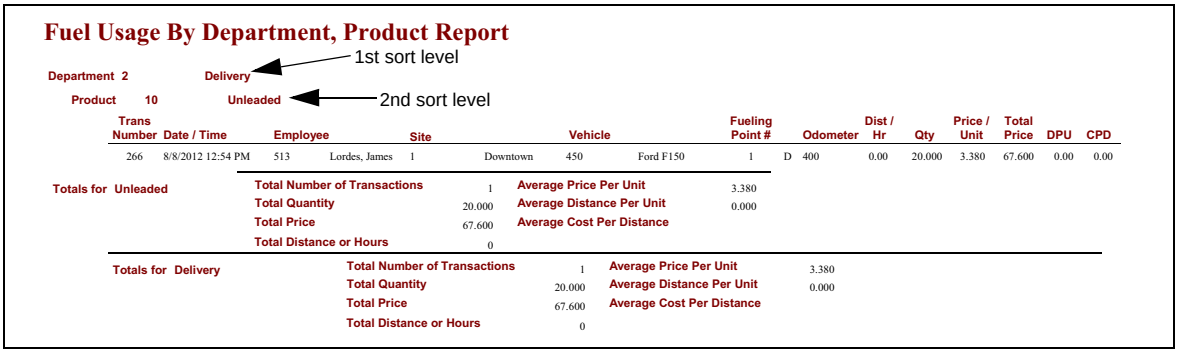

Figure 10-3 PDF Report Sample
- PDF reports are displayed in Report Viewer, and can be saved for later viewing on any platform that supports the PDF file format. These reports cannot be manipulated after they have been generated. Selecting sort options includes that data as part of the report headers. Therefore, those columns are not included in the individual transaction data. See the sample report in Figure 10-3.
The report sample in Figure 10-4 is the same report as in Figure 10-3 except that it was saved using the Excel format option. Notice that the Department and Product columns are included.